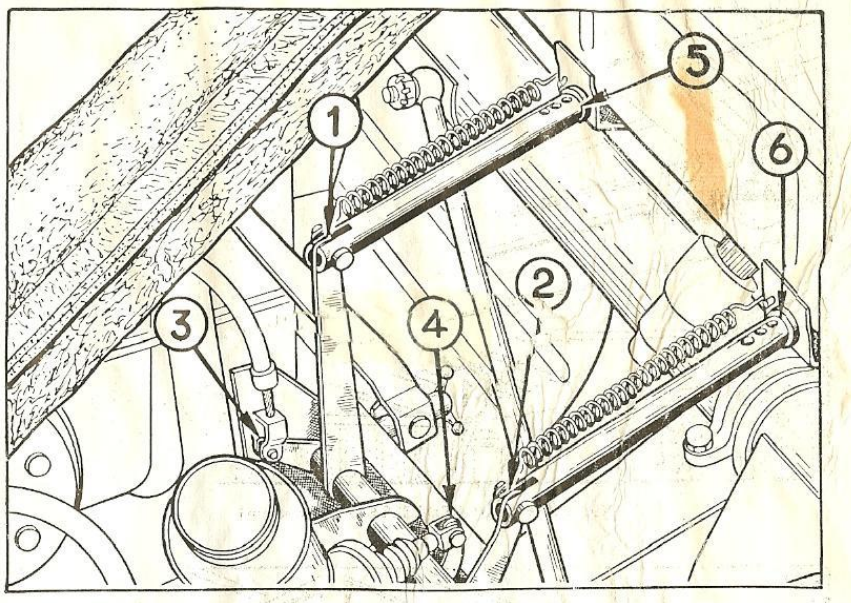

Afb. 19. — SMEREN VAN DE DRAAIPUNTEN (linkerzijde van de wagen).
Tevens de draaipunten invetten (1) : Een weinig motorolie op 1, 2, 3 en 4 en het bewegende gedeelte van de pedaalstangen in 5 en 6 (afb. 19).
(1) Nooit het scharnierende lager invetten, dat zich boven de versnellingshandle onder de motorkap bevindt noch de schuifringen van de commandostang.